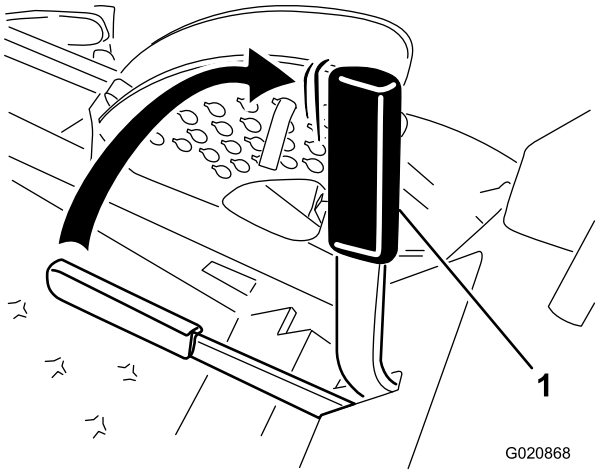

**Figur 13**
2. Træk parkeringsbremsehåndtaget tilbage og op for at aktivere parkeringsbremsen (Figur 13).